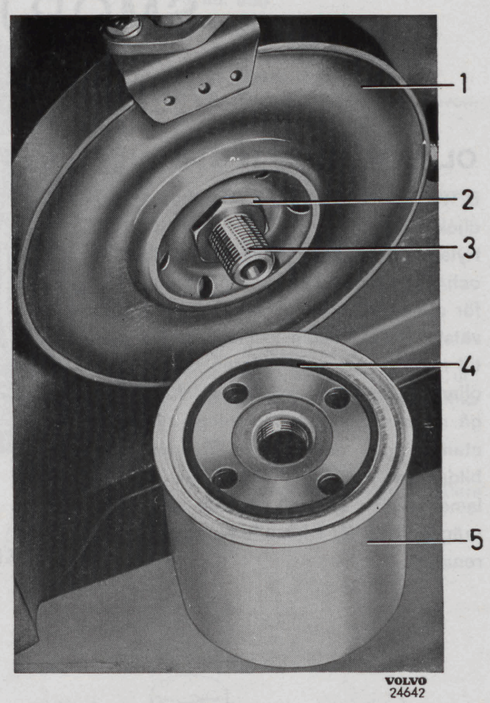

Bild 7. Oljekylare och oljerenare.
3. Skruva av muttern (2, bild 7) på nippeln för oljekylaren och dra av kylaren.
8. Om nippeln (3) bytes ut skall den nya dras med moment 4,5–5,5 kgm.